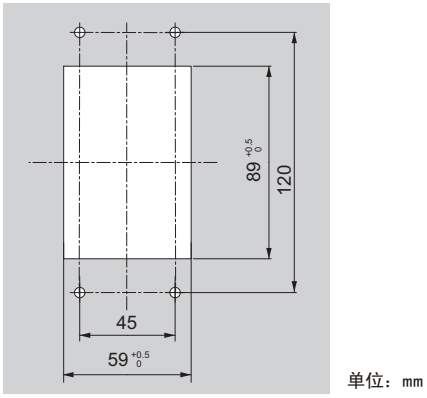

图 2.9 控制柜加工尺寸（安装在控制柜内侧时）
1. 对控制柜的操作器安装面进行加工。控制柜加工尺寸请参照图 2.9。